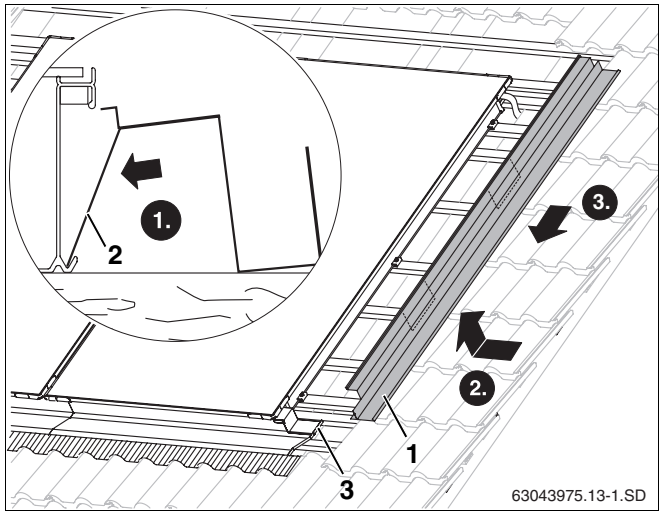

Abb. 48 Montage des rechten seitlichen Abdeckbleches
- Sie müssen die Haltebleche (Abb. 48, **Pos. 2**) in die Kollektorkante unten stellen.
- Rechte und linke seitliche Abdeckbleche (Abb. 48, **Pos. 1**) mit den Kanten oben in die Griffmulde des Kollektors stecken und über das untere Abdeckblech einschieben.
- Die Falzüberlappung der beiden Bleche zur Fixierung zusammendrücken (Abb. 48, **Pos. 3**).